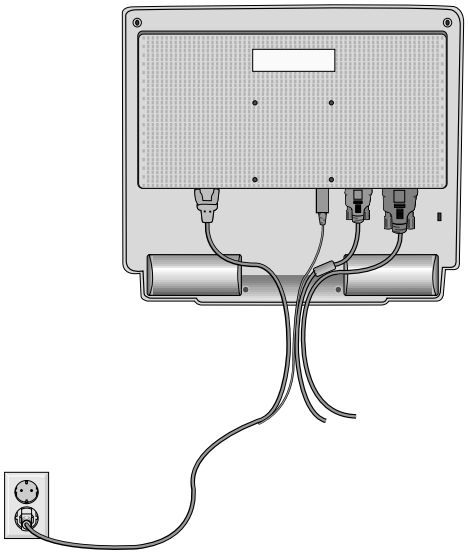

Abbildung R.4
6. Stecken Sie Netzkabel, Signalkabel und Audiokabel auf der Rückseite des Monitors ein (**Abbildung R.4**).